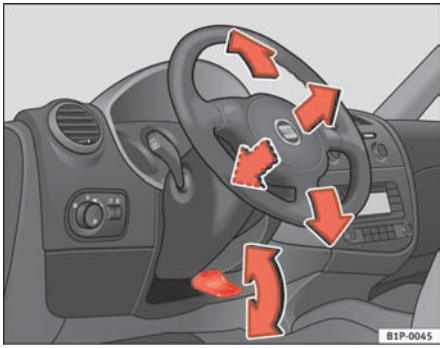

Fig. 111 Adjusting the steering wheel position
– Push the lever under the steering column ⇒ fig. 111 down ⇒ ⚠.